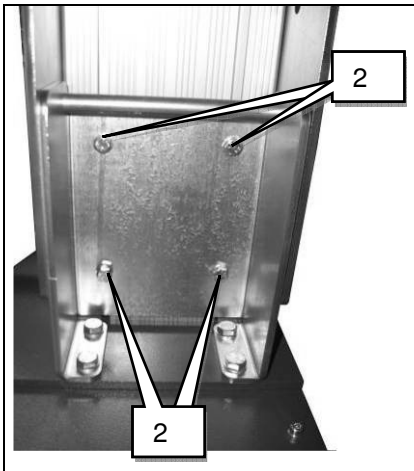

Fig. 3
Tighten the four screws (2) (**Fig. 3**)